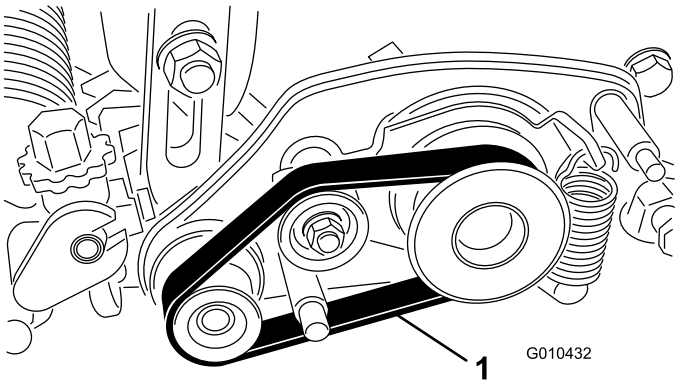

Figur 18
2. Lägg remmen på drivskivan, mellanremsskivan och skivenheten i enlighet med Figur 18.